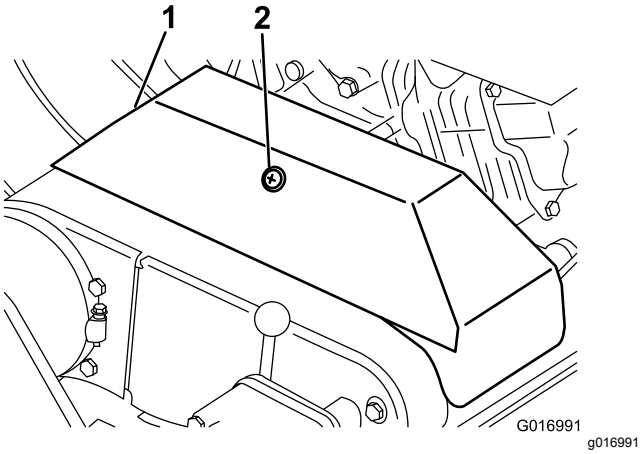

Rysunek 39
3. Poluzuj element ustalający mocujący pokrywę paska klinowego i otwórz pokrywę poprzez jej obrócenie (Rysunek 39).